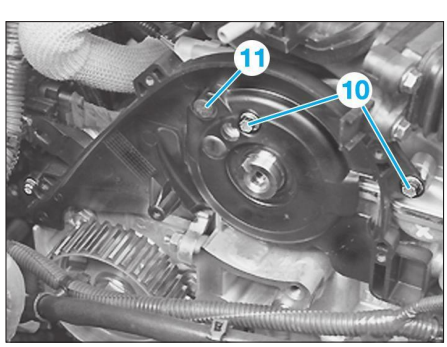

**Fig. 72**
- les 2 vis (10) **(Fig.72)** du couvercle de protection arrière de courroie de distribution,
- le couvercle de protection arrière (11),